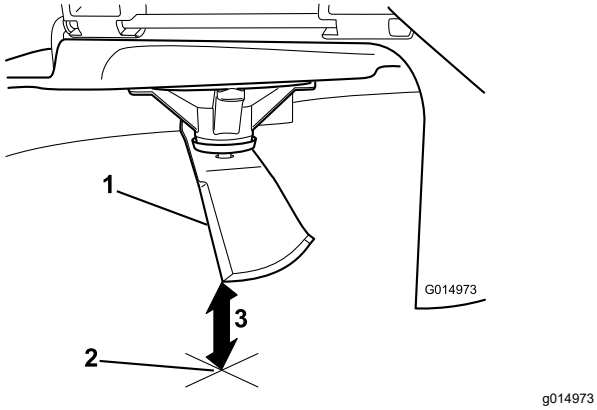

Figur 65
3. Mät från knivspetsen till den plana ytan (Figur 65).